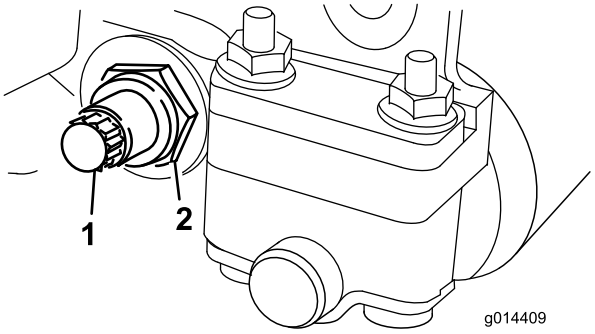
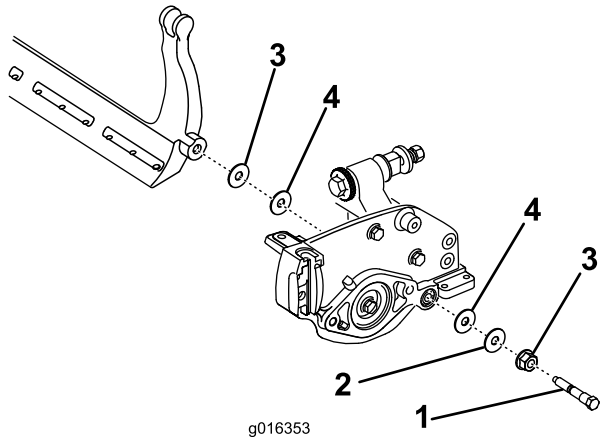

Figura 19
Figura 20
3. En cada lado de la máquina, afloje la contratuerca que fija el perno de la barra de asiento (Figura 19).
4. Retire todos los pernos de la barra de asiento, para poder tirar de la barra hacia abajo y retirarla de la máquina (Figura 19). Guarde las 2 arandelas de nylon y la arandela de acero troquelado de cada extremo de la barra de asiento (Figura 20).
2. Fije la barra de asiento a cada chapa lateral con los pernos de la barra (con tuercas en los pernos) y las 6 arandelas. Debe colocarse una arandela de nylon en cada lado del saliente de la chapa lateral. Coloque una arandela de acero por fuera de cada arandela de nylon (Figura 20). Apriete los pernos de la barra de asiento a 27-36 N-m. Apriete las contratuercas hasta que la arandela de acero exterior deje de girar, y la holgura quede eliminada, pero no apriete demasiado